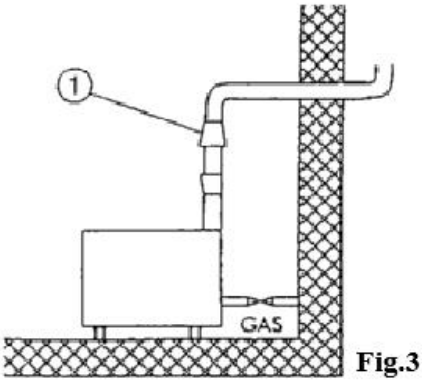
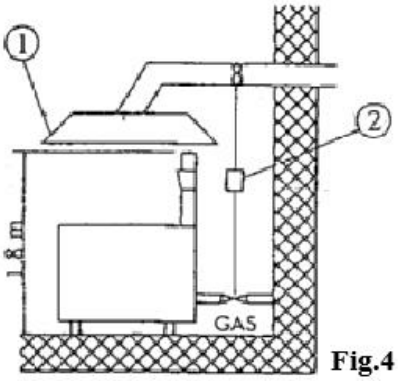

Fig.3
Fig.4
**Odprowadzanie naturalne (rys.3)**
**Odprowadzanie wymuszone (rys.4)**
1 Komin z zabezpieczeniem przed wiatrem (rys.3) - Okap wyciągowy (rys.4)